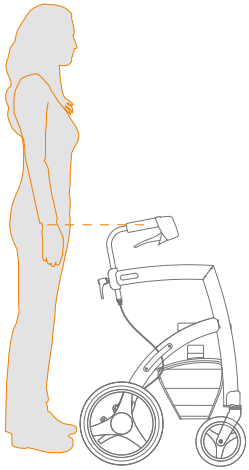

Figuur 12: Juiste hoogte bepalen.
Voor een optimaal gebruik van de Rollz Motion is de juiste afstelling van de hoogte **(Figuur 12)** cruciaal. De hoogte is traploos instelbaar tussen de uiterste min- en max-stand. Zo kan de Rollz Motion eenvoudig worden aangepast aan individuele behoeften.
c. Om te bepalen wat de juiste hoogte is, gaat u tussen de handgrepen van de Rollz Motion staan met afhangende armen. De handgrepen horen ter hoogte van uw polsen te staan **(Figuur 12)**.